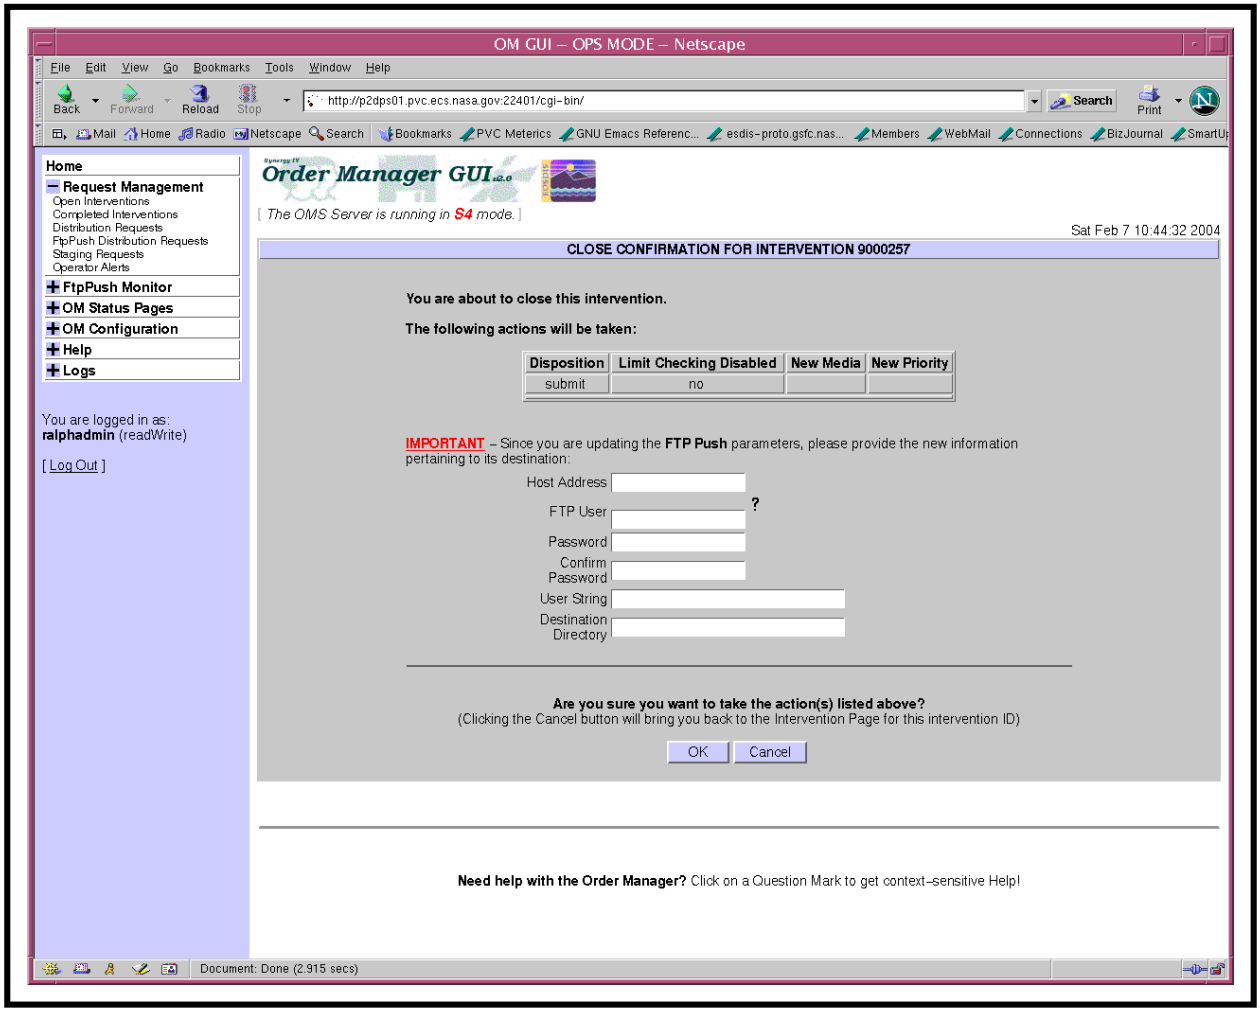

Figure 27. Close Confirmation (CLOSE CONFIRMATION FOR INTERVENTION X) Page
- A **Close Confirmation** page (Figure 27) is displayed.
- If the intervention involved changing the medium from an electronic medium to a physical medium, text boxes for entering the following types of shipping information are displayed on the **Close Confirmation** page (as shown in Figure 27):
- **Cancel** – to dismiss the warning dialogue box and return to the **Close Confirmation** page (Figure 27).